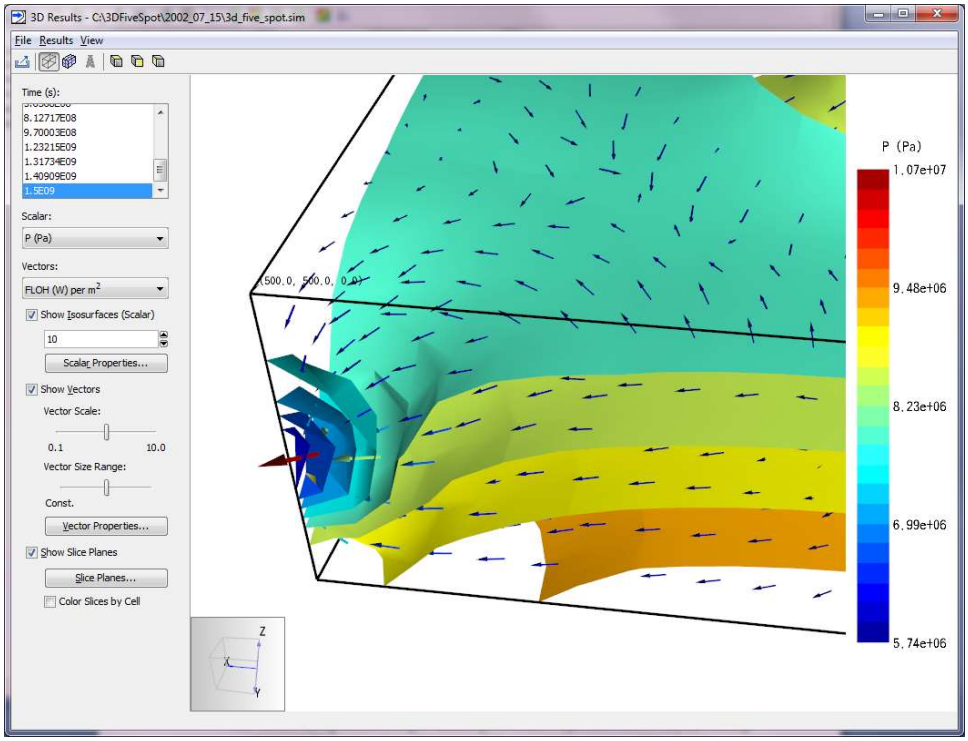
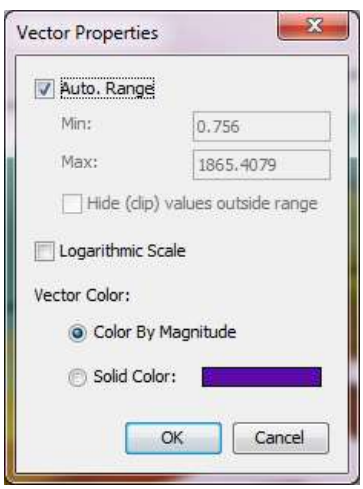

**Figure 12-3: 3D Vector results**
**Figure 12-4: Vector Properties dialog**
- **Show Vectors** - If vector information is available, selecting the checkbox will turn on the display of vector data, Figure 12-3. The Vector Scale controls the scaling factor applied to the vectors and the Vector Size Range controls the relative size of the longest to shortest vectors. By default, both the relative size and color of the vectors correspond to the magnitude of the vector. Moving the Vector Size Range to the left will result in all vectors having the same length. Selecting the **Vector Properties...** button displays a dialog, Figure 12-4, in which the user can set the range for vectors and choose whether the vector color should indicate the magnitude.